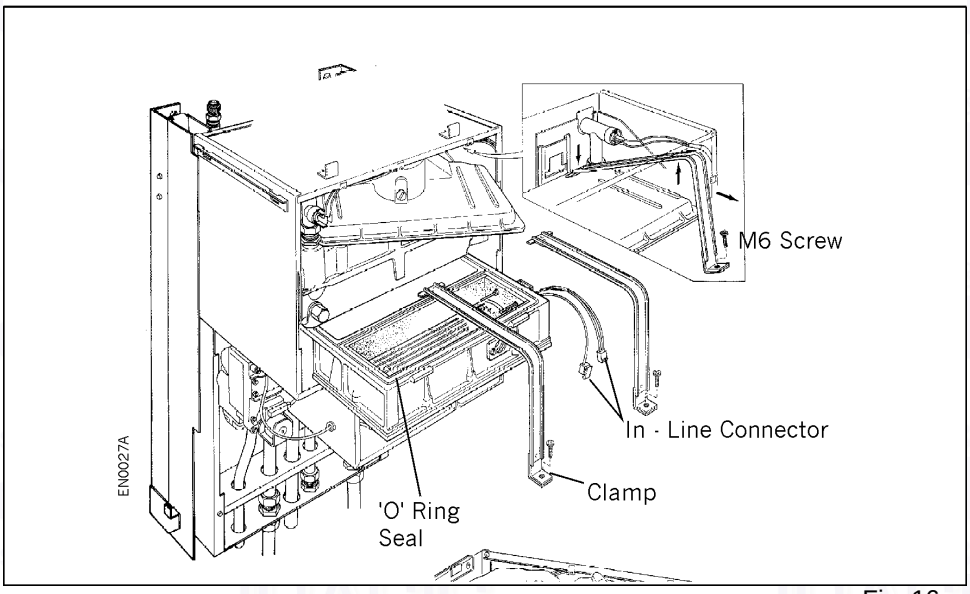

Fig. 16
6) Disconnect inline connectors for the hot surface igniter and the flame sensor on the right hand side of the combustion chamber. FIG. 16.
a) Remove combustion chamber as described in **'Servicing Boiler'**. See Fig. 16.
a) Remove combustion chamber/fluehood as described in '**Servicing Boiler'** See Fig.16.